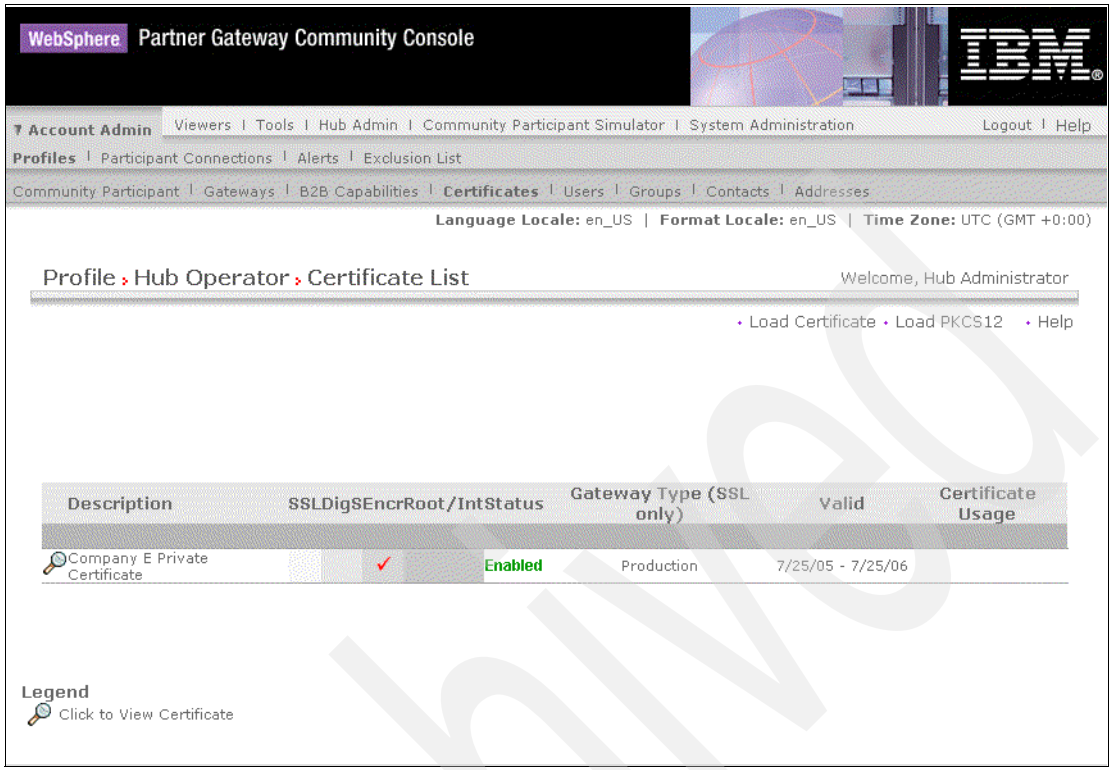

Figure 8-15 Certificate uploaded
6. Click **List** to return to the list of certificates that now contains the new entry. We see the list in Figure 8-15 on page 220.